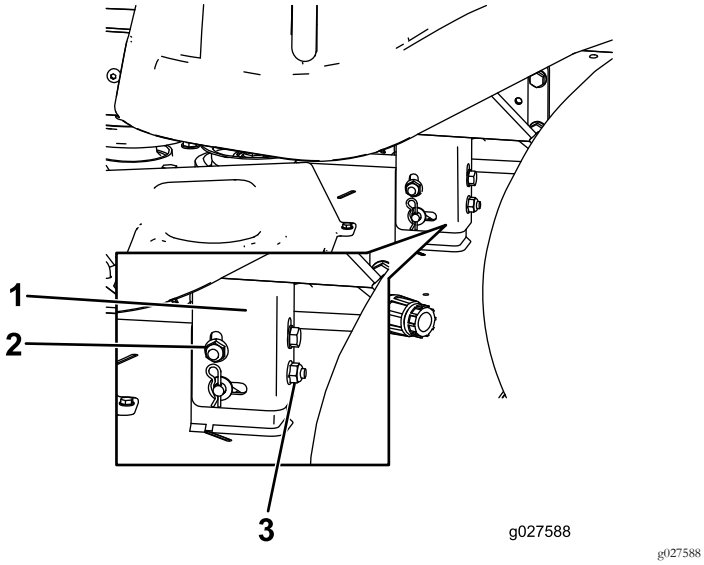

Figuur 62
8. Breng de linkerkant van het maaidek omhoog of omlaag door aan de achterste moer te draaien (Figuur 62).
Opmerking: Draai de achterste moer rechtsom om het maaidek omhoog te brengen; draai ze linksom om het maaidek naar omlaag te brengen (Figuur 62).